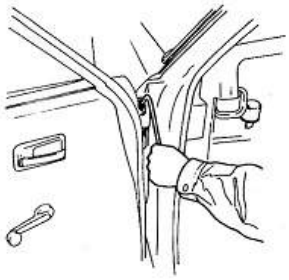

Fig. BF-29 Réglage de la porte avant
1. Les charnières de portes peuvent être réglées verticalement et longitudinalement pour assurer le bon ajustement de la porte par rapport à l'encadrement. Utiliser la clé spéciale ST08720000. Voir Fig. BF-29.